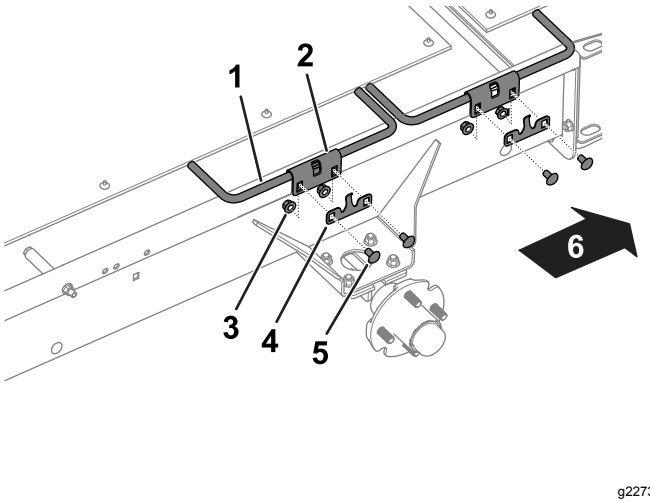

Figura 2
4. Retire os parafusos de carroçaria, as porcas flangeadas e os trincos da mola que fixam as barras e os suportes das barras a ambos os lados do atrelado (Figura 2).
5. Retire as barras e os suportes das barras do atrelado (Figura 2).
1. Utilize os parafusos de carroçaria, porcas flangeadas, trincos da mola e suportes das barras anteriormente retirados para instalar as barras no atrelado; consulte a Figura 2.